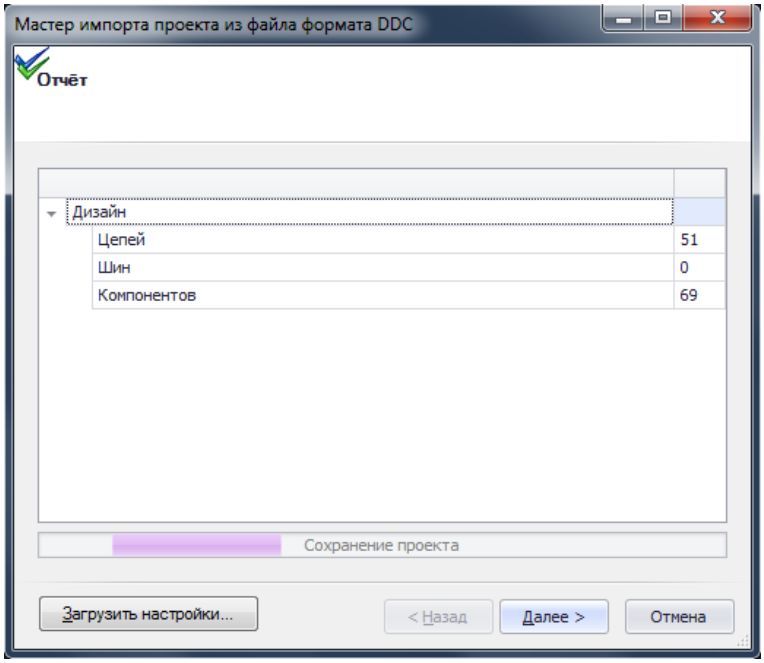

Рис. 355. Отчет об импортированном проекте
9. В следующем окне мастера окне будет представлен отчет об импортированном проекте, см. Рис. 355.